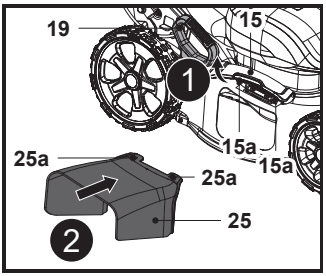

Fig. 14
1. Placer le levier de réglage de la hauteur de coupe (19) au-dessus de la deuxième position la plus basse.
2. Faire tourner le déflecteur latéral (15) vers le moteur et le maintenir dans cette position (Fig. 14, étape 1).
3. Aligner et placer les encoches (25a) du dispositif d'éjection latérale (25) sur les verrous (15a) du déflecteur latéral (15) (Fig. 14, étape 2).